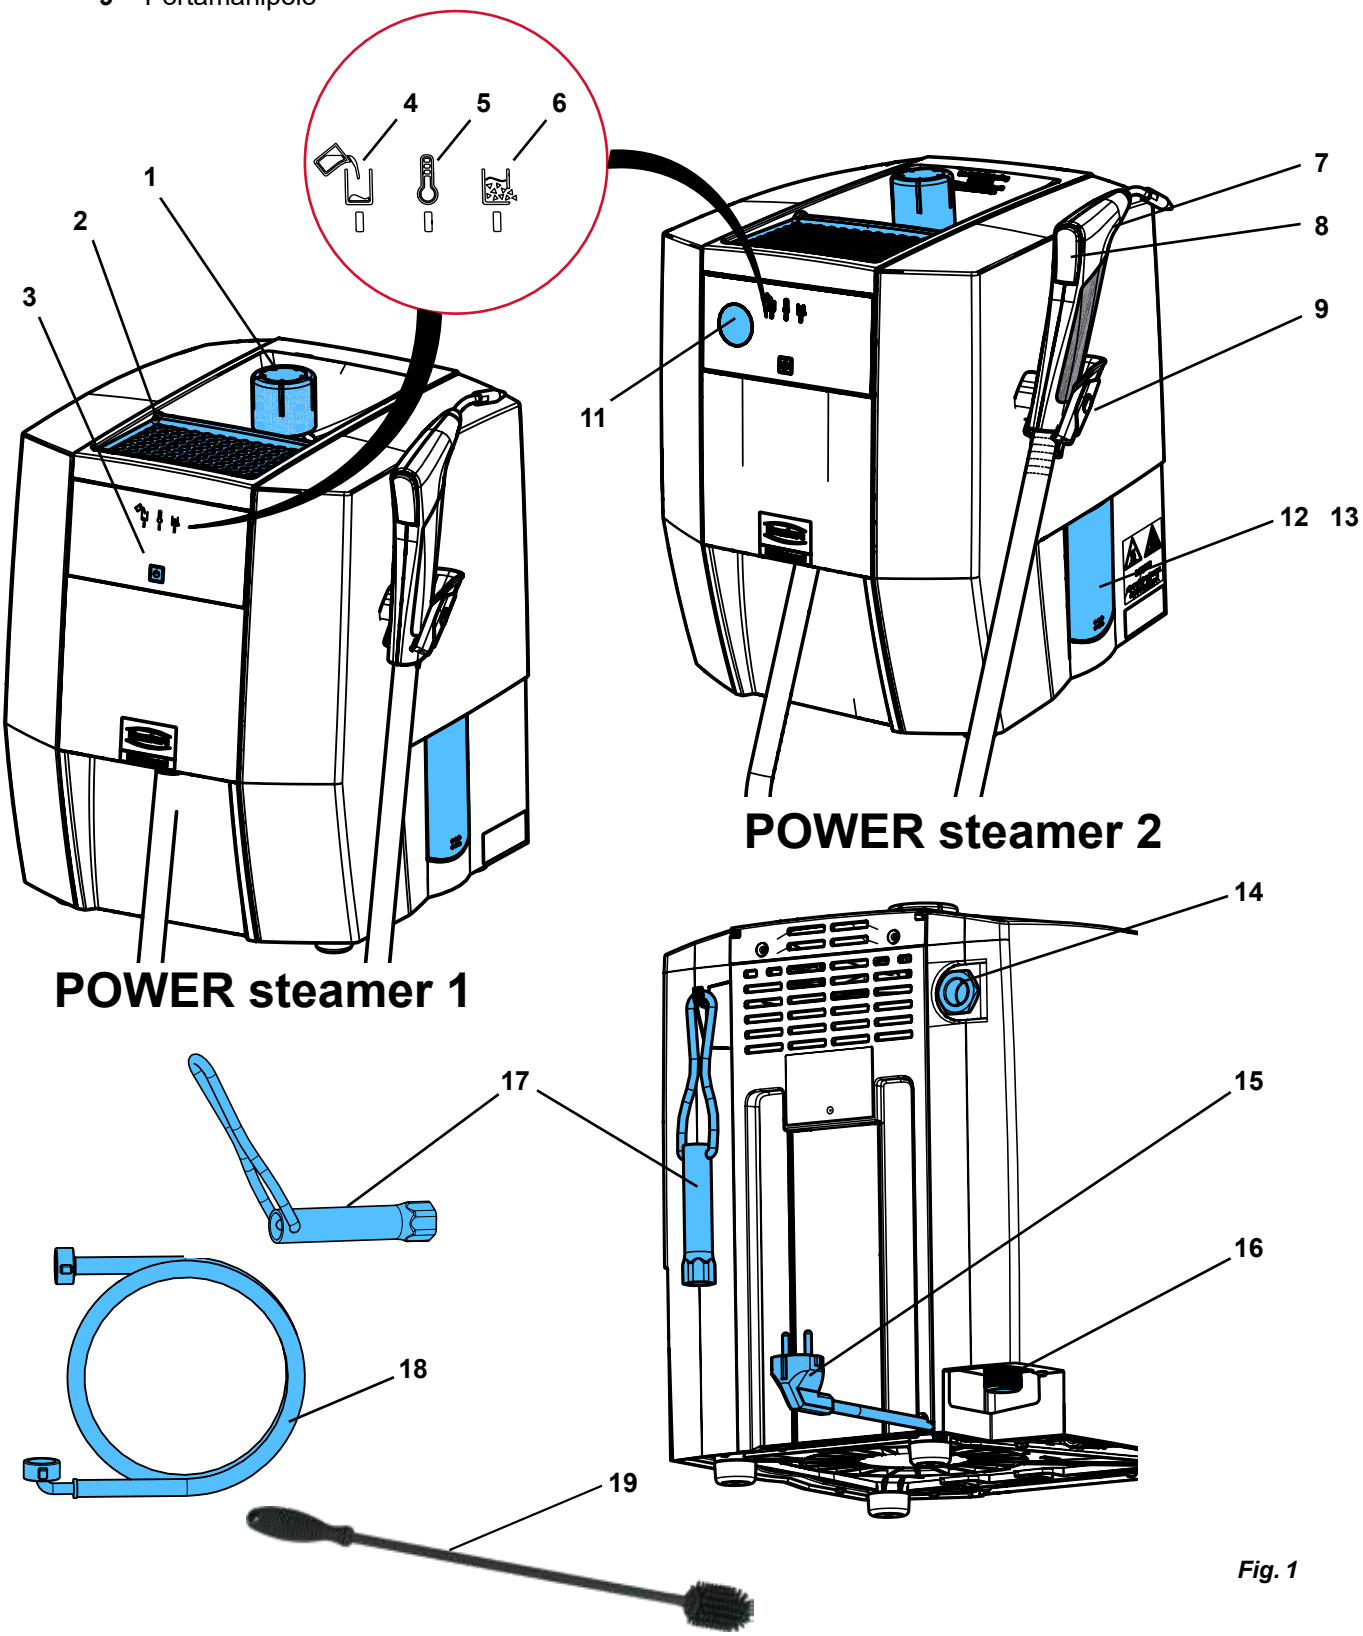

Fig. 1
- ► **Posizionare l'apparecchio in modo che non vi sia pericolo in caso di fuoriuscita di vapore dall'apertura di scarico (14, Fig. 1) della valvola di sovrappressione.**
I modelli in gesso o i modelli di rivestimento possono essere appoggiati sul ripiano modelli (2, Fig. 1) per l'asciugatura.
⇒ Avvitare il tappo del serbatoio (1, Fig. 1).
⚠ **Posizionare l'apparecchio in modo che non vi siano pericoli in caso di fuoriuscita di vapore dallo scarico della valvola di sovrappressione (14, Fig. 1) (ad es. non posizionare l'apparecchio davanti a una presa di corrente).**
⚠ **L'apertura di scarico della valvola di sovrappressione (14, Fig. 1) non deve essere otturata o bloccata in alcun modo.**
Pericolo dovuto a vapore pressurizzato! Prima di aprire la chiusura di ispezione, assicurarsi che il serbatoio a pressione sia stato depressurizzato. A tal fine, aprire e rimuovere il tappo del serbatoio (1, Fig. 1).
⇒ Posizionare l'apparecchio in modo da scaricare l'acqua dall'apertura di ispezione (12/13, Fig. 1) in un lavabo.